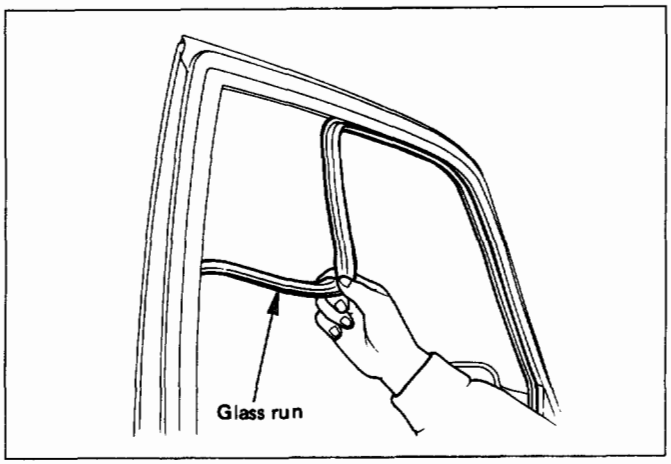

Fig. 10-55
- Pull the glass run out from the door frame groove. (Fig. 10-55)